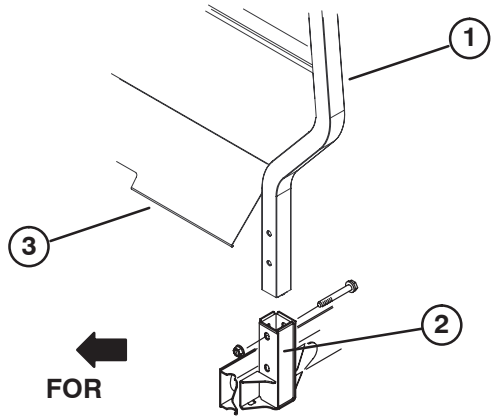

Figur 6
1. Sæt hver side af styrtbøjlen i monteringsbeslagene på hver side af køretøjets stel, og placer styrtbøjlen som vist på figur 6.